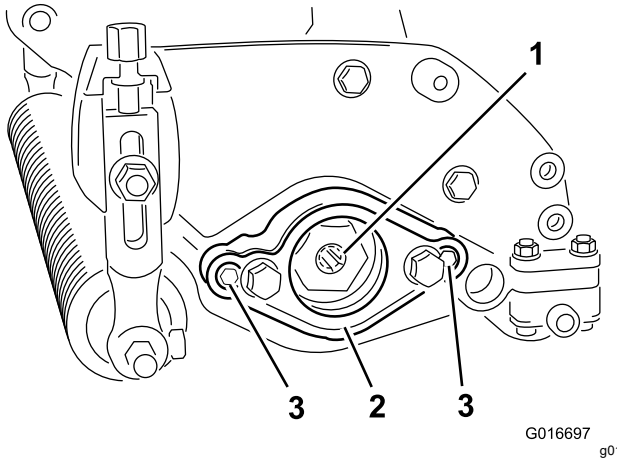

Figura 4
4. Rimuovete il supporto motore (Figura 4).
5. Applicate del grasso sulla sezione interna della scanalatura di trasmissione (Figura 4).